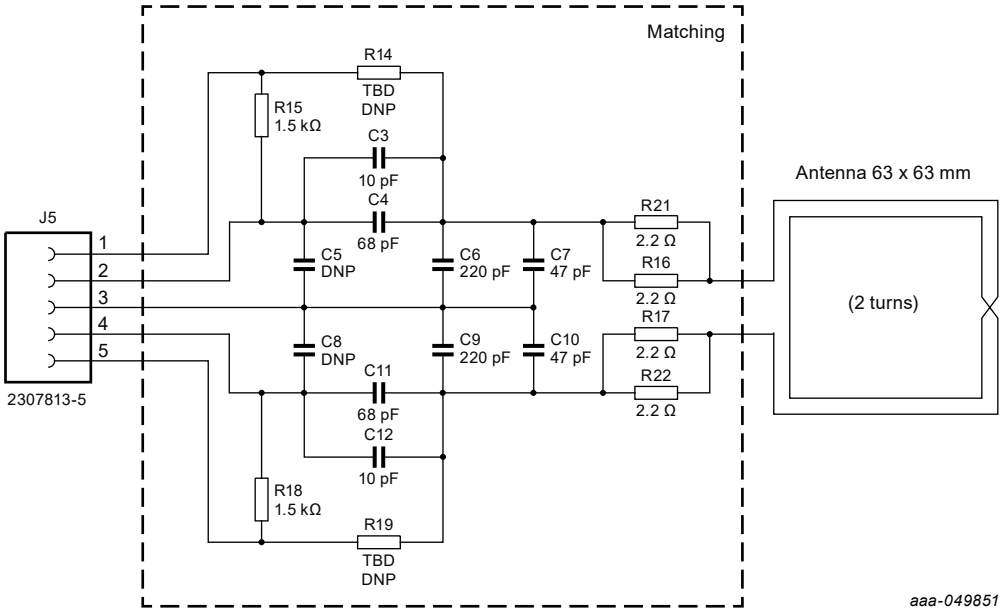

**Figure 13. Header J5 for connecting antenna coil and matching capacitors to main board Peridot 3.1**
- Header J5 to connect the matching circuit of the antenna to the main board, Figure 13.